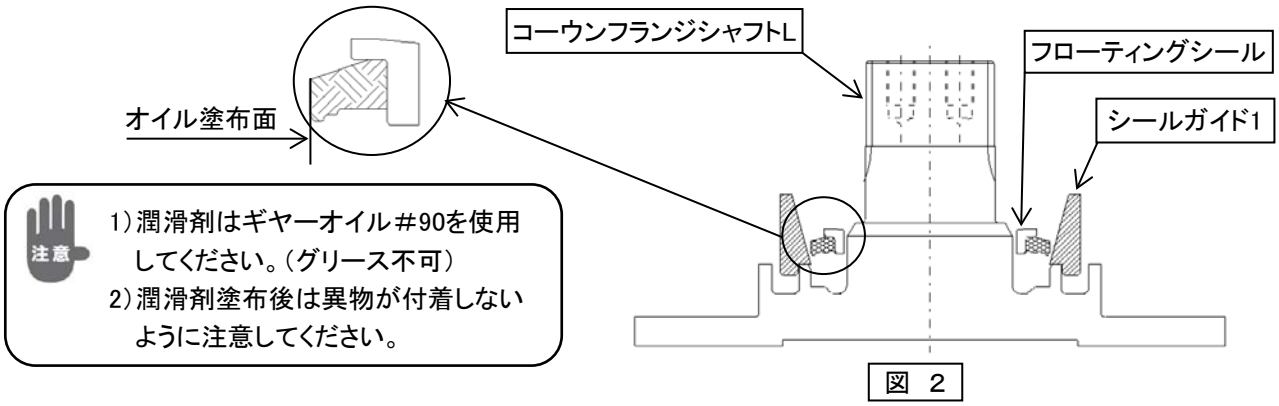

図 2
(1)コーウンフランジシャフトLにシールガイド1をセットします。 挿入性を高めるため、シールの外周面に薄くオイル(#90)を塗布し、シールガイド1にセット(図2)します。この時フローティングシールに大きな傾きが無いように注意してください。